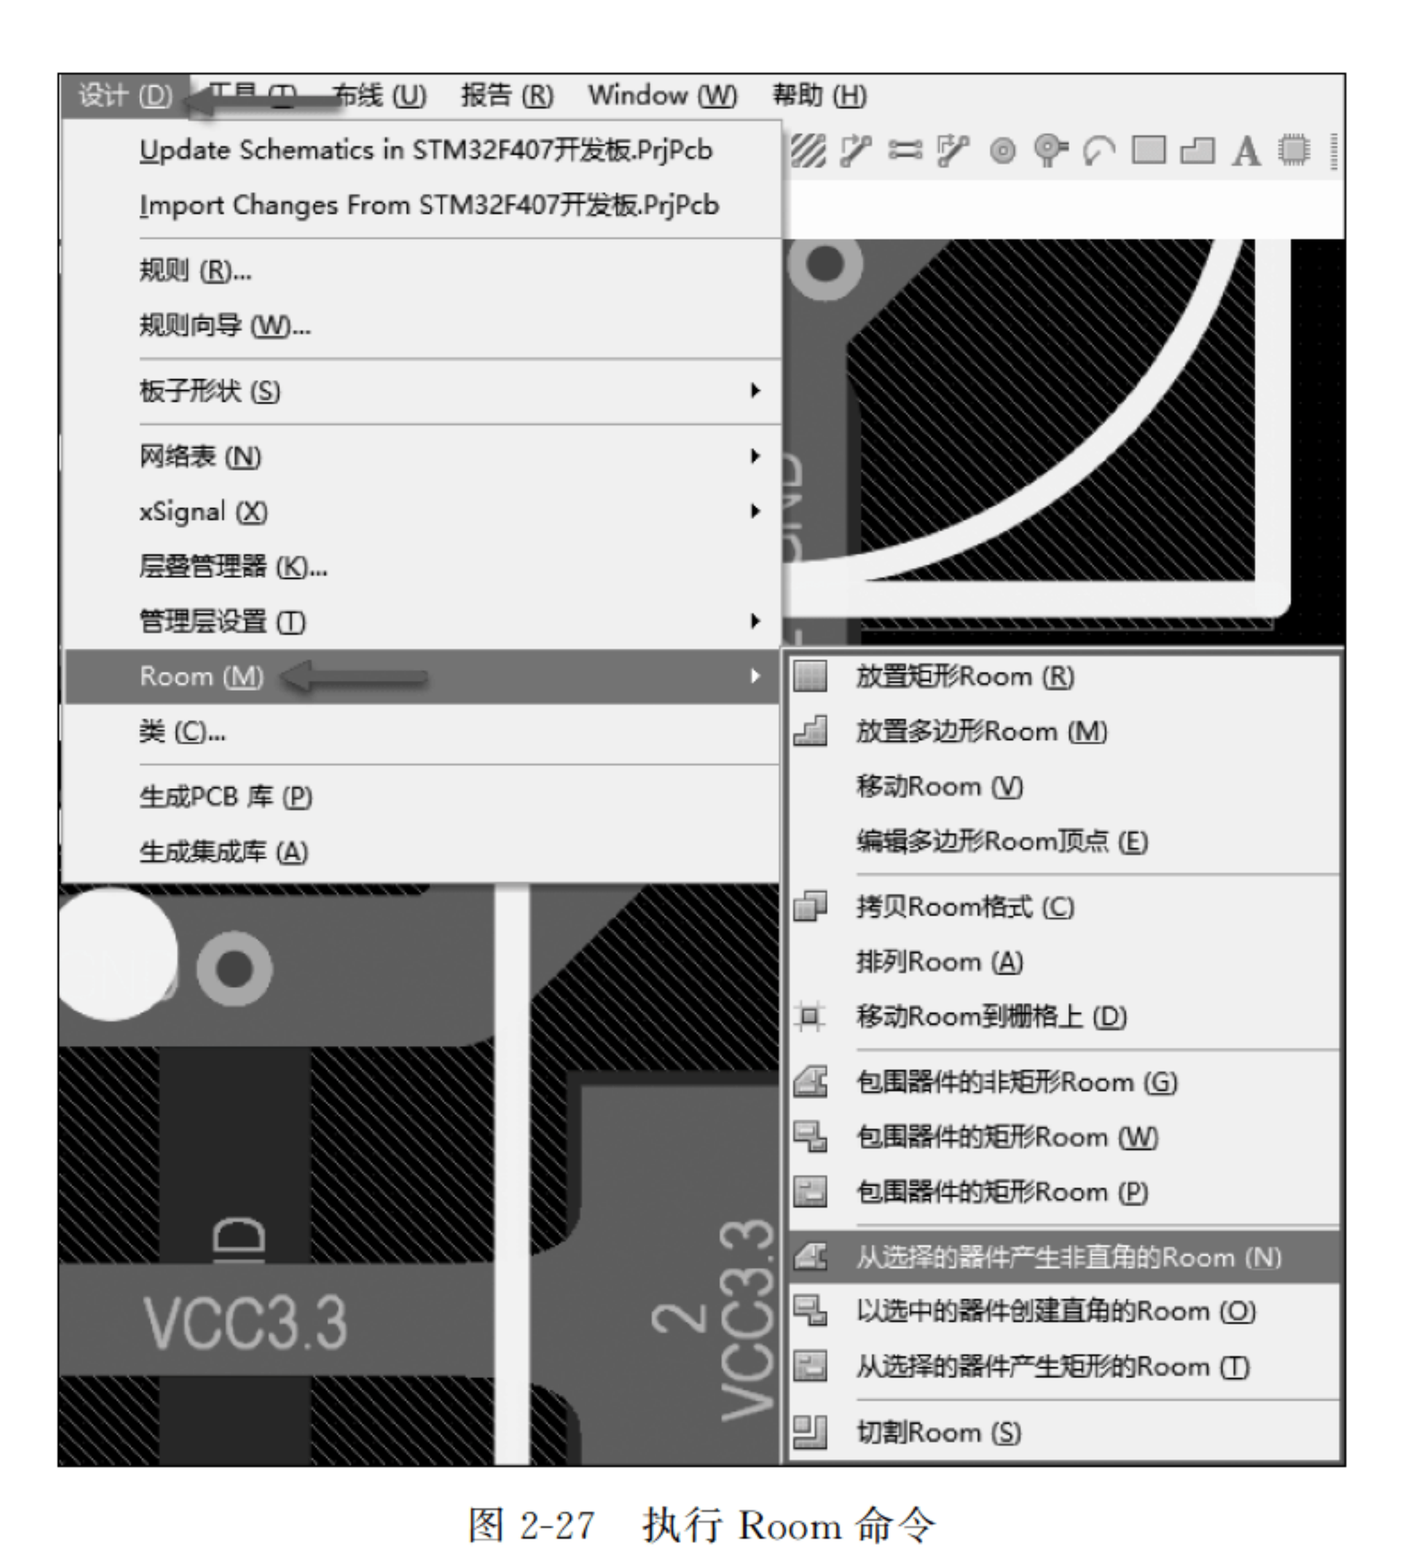

图 2-27 执行 Room 命令
(1) 首先在需要设置 Room 规则的地方放置 Room。执行菜单栏中"设计"→Room 命令,可以手工放置 Room,也可以执行"从选择的器件产生非直角的 Room"命令,如图 2-27 所示。